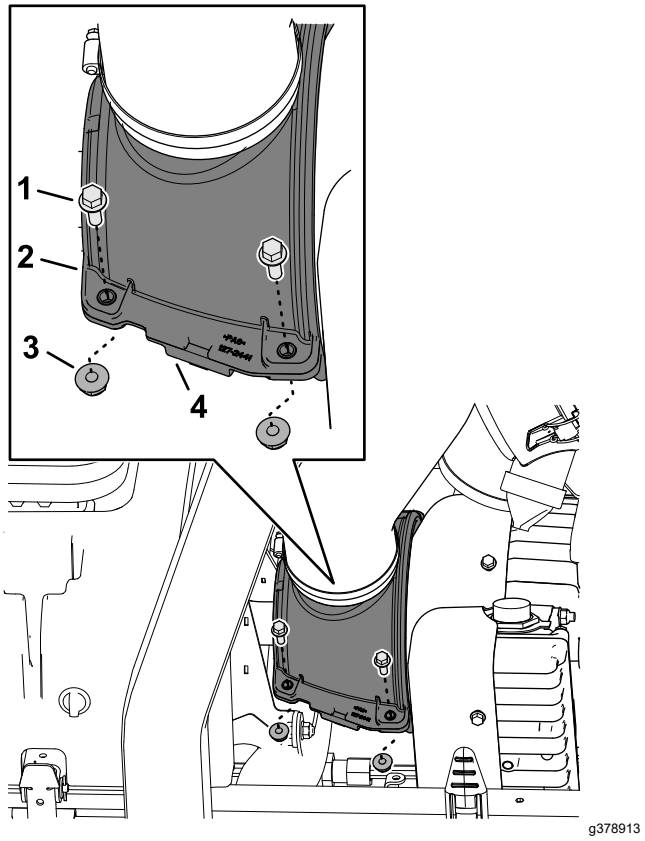

**Figuur 69**
1. Verwijder de 4 flenskopschroeven en 4 flensborgmoeren waarmee het bovenste en onderste koelscherm van de generator zijn bevestigd (Figuur 69).